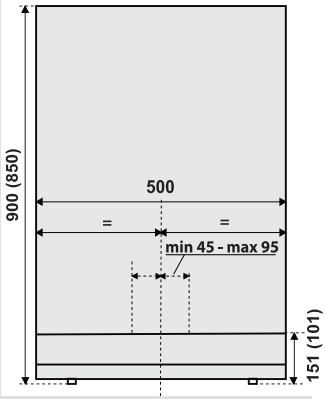

рис. 2
Для справки используйте рис. 2, где указаны размеры монтажа с помощью кронштейна при полностью закрученных регулируемых ножках.
- Через отверстие в нижней части прибора поставьте на стене отметку середины прибора и отметку на расстоянии от 45 до 95 миллиметров влево или вправо от центра прибора (рис. 2).